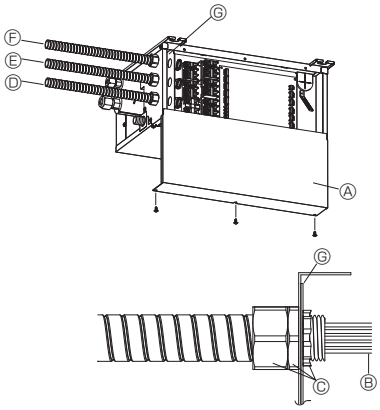

Fig. 9-5
9.1. When using wiring conduit (Fig. 9-5,6,7)